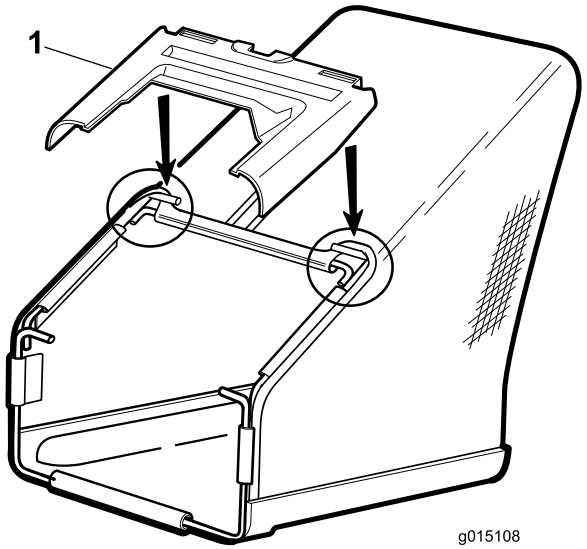

**Bild 5**
3. Setzen Sie die Kunststoffabdeckung auf den Fangkorbrahmen, wie in Bild 5 dargestellt.